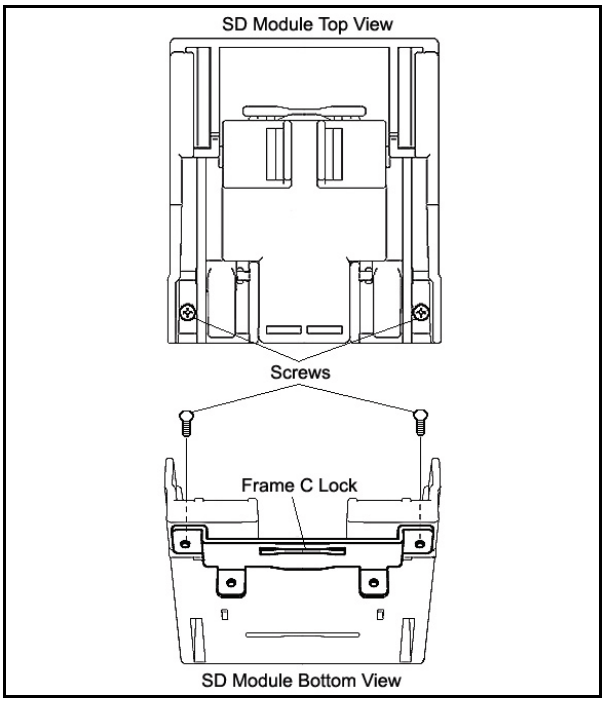

Figure 2-14 Mounting the Frame C Lock Module
1. Attach the Frame C Lock to the bottom of the SD Module Base and insert the mounting screws into the two (2) insertion holes. Use a Phillips Screwdriver to securely tighten each screw to mount the Lock Module in place onto the Module Base (See Figure 2-14).